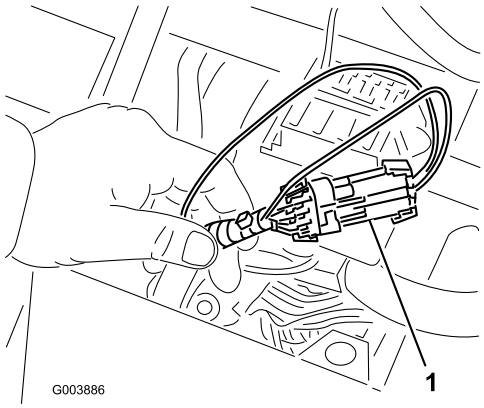

Figur 38
3. Find ledningsnettet og stikkene nær styreenheden (Figur 38).